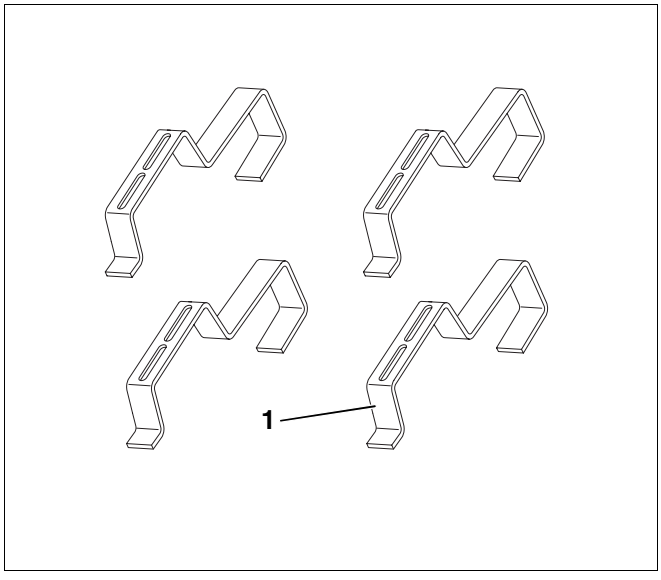

Afb. 9 Montageset dakhaken
5.2.4 Montageset dakhaken (voor dakbedekking met pannen) – afb. 9